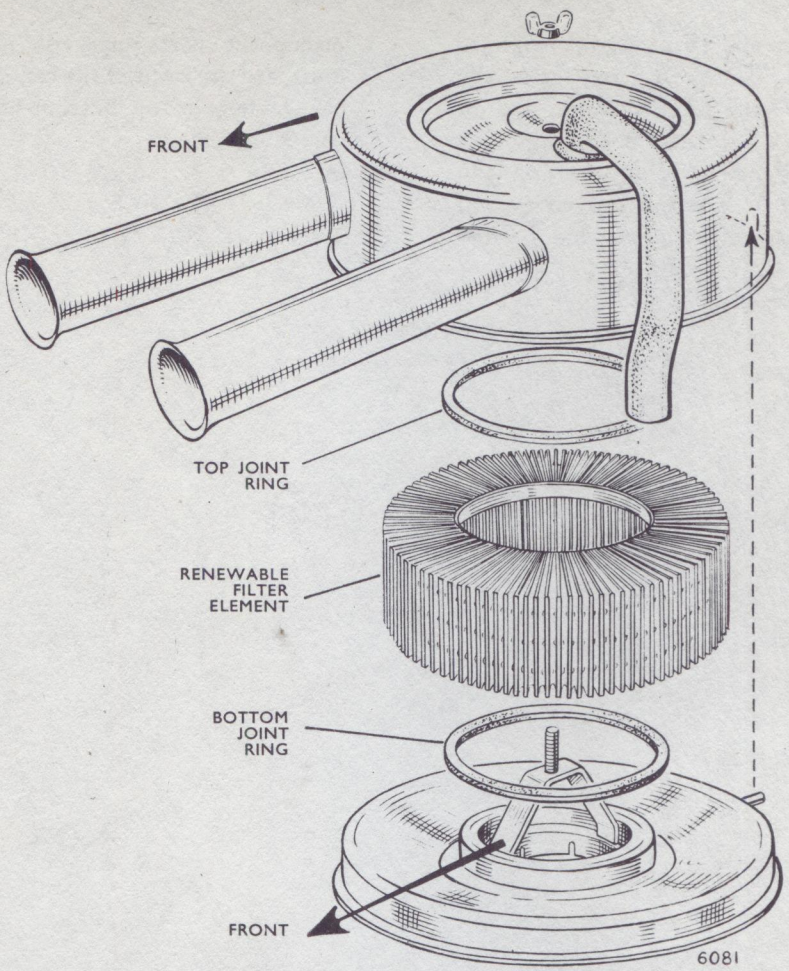

Fig. 19. *Exploded view of air cleaner*
To Remove and Replace, or Renew Filter Element (see Fig. 19)
5. Place the filter element in position on the bottom plate and replace the top cover and wing nut. To ensure proper engine performance the parts marked "front" in Fig. 19 must face the front of the car. Some air cleaners have a peg in the bottom housing to ensure correct assembly.